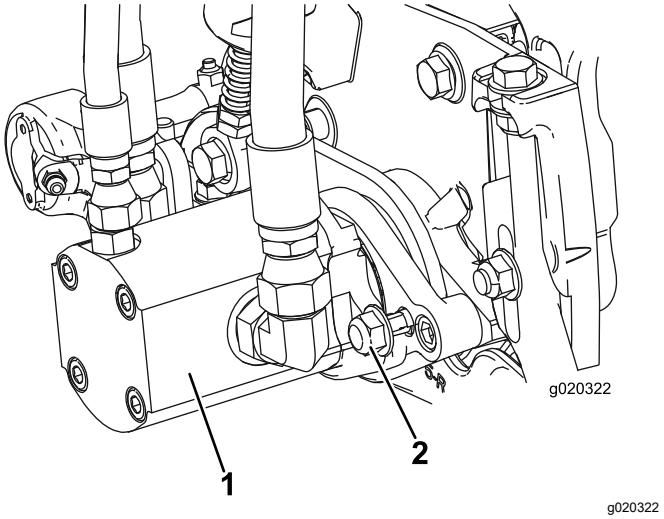

Figuur 13
16. Plaats de motor door deze rechtsom te draaien zodat de borgmoeren niet in de weg zitten van de flenzen van de motor (Figuur 13). Draai de motor linksom totdat de flenzen om de moeren zitten en draai vervolgens de moeren vast.